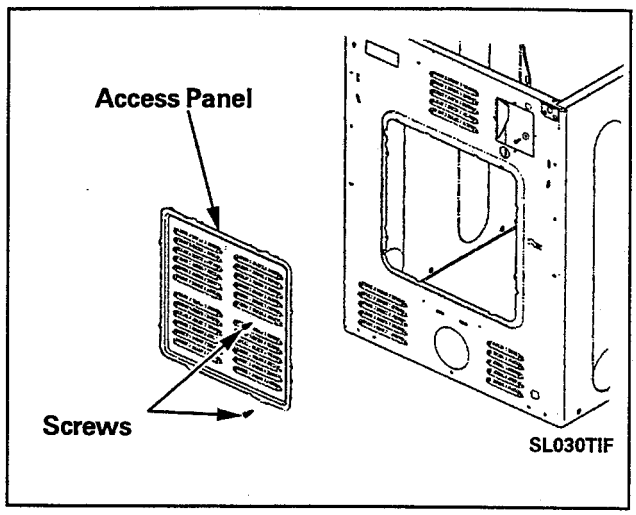

Figure 4-20
1. Remove the four screws surrounding the access panel ***(Figure 4-20)***.